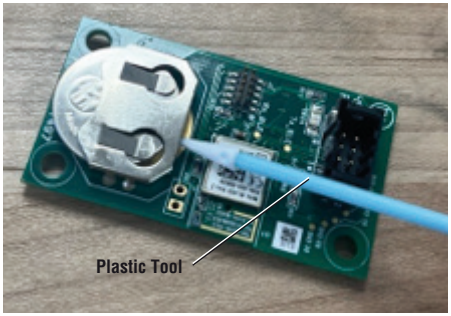

**Figure 4 – Removing Battery from Board**
4. Remove the coin cell battery (CR2032) from the LED board with a nonconductive plastic tool. Install a new coin cell (CR2032) battery with the positive side up. Properly dispose of old battery. *See Figure 4.*